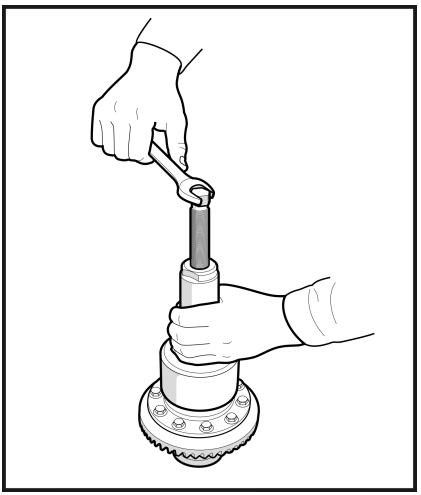

Рис. 12
1.15 Спрессуйте подшипники с корпуса дифференциала с помощью съёмника подшипников. (**Рис. 12**)